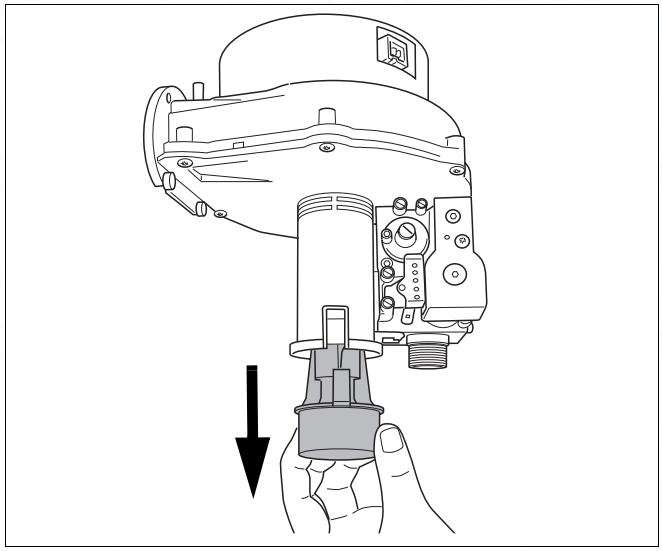

fig. 76 Remove venturi
- Remove the venturi (→ fig. 76).